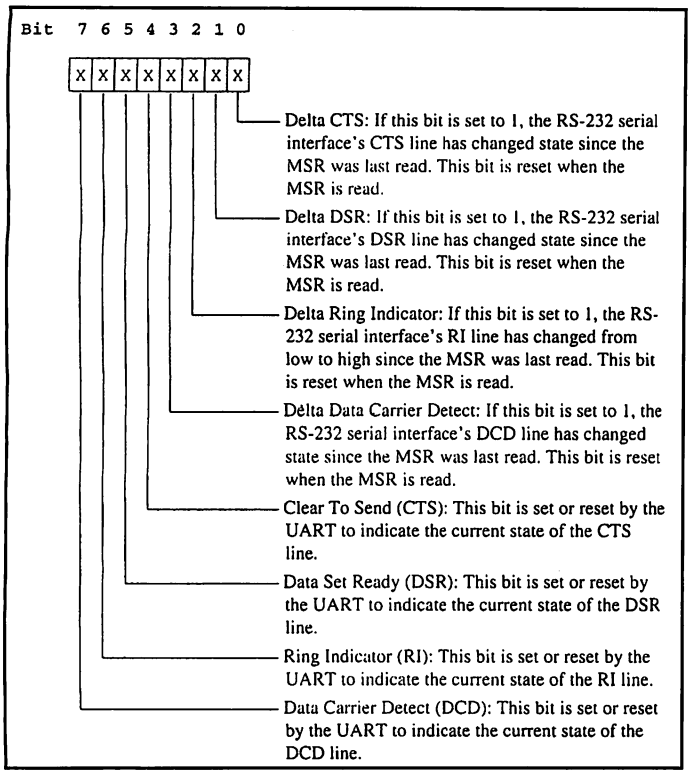

Fig. 12. Modem-Status Register for 8450.
• ***Modem-Status Register.*** This register is read to obtain the current states of the CTS and DSR lines and indicates the current state of the DCD and RI. Figure 12 details the bit structure for both the 8250 and 16550. The MSR is addressed at 0x3FE.